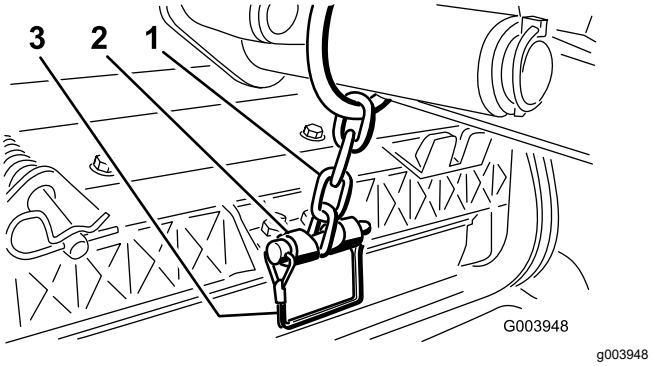

Figur 12
13. Fastgør løftearmskæden til kædebeslaget med låsestiften (Figur 12).